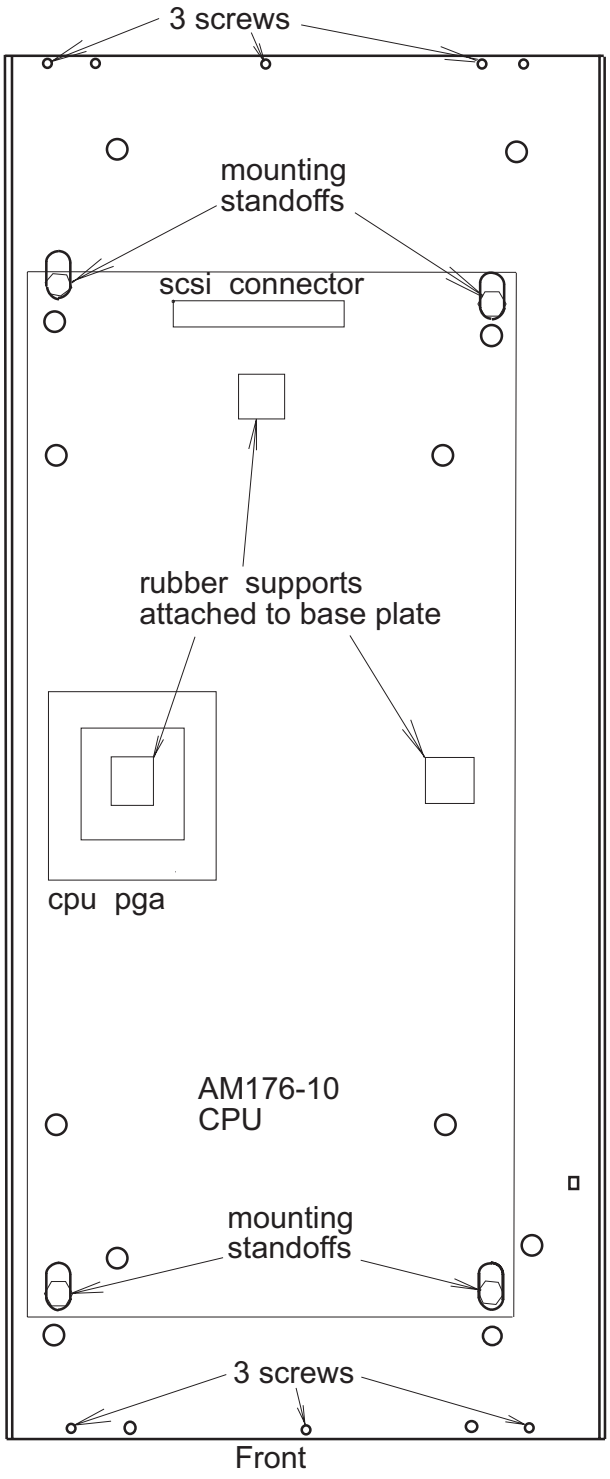

***Figure F-2: Deskside Chassis Base Details***
5. Attach the new chassis base plate included in the upgrade kit to the chasses frame, using the screws and locknuts provided in the upgrade kit. Orient the new chassis base as shown in Figure F-2.
6. Install the new rubber feet to the bottom of the chassis plate. Please refer to Figure F-2.
2. Install the adhesive backed rubber bumpers on the chassis mounting base, as shown in Figure F-2.
3. Place Roadrunner 75 board on the chassis mounting base, orienting the board as shown in Figure F-2. Fasten at the four indicated locations.